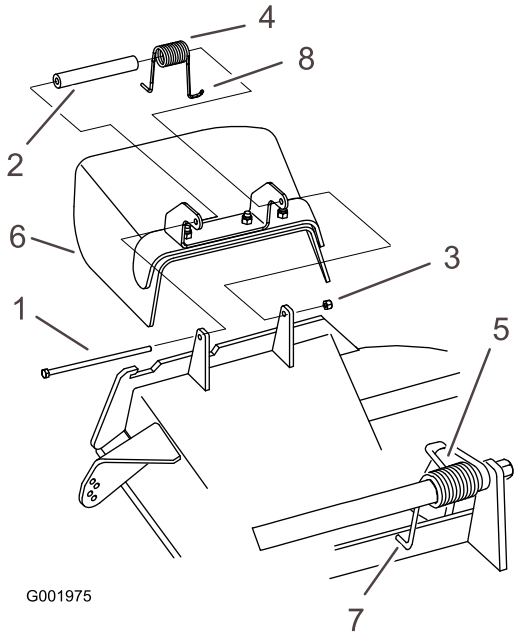

**Figure 80**
1. Retirez le contre-écrou, le boulon, le ressort et l'entretoise qui fixent le déflecteur aux supports de pivot (Figure 80). Enlevez le déflecteur s'il est endommagé ou usé.
**Remarque:** Prenez soin de placer l'extrémité en **L** du ressort derrière le bord du tablier avant de mettre le boulon en place, comme indiqué à la Figure 80.
3. Remettez le boulon et l'écrou. Accrochez l'extrémité en **J** du ressort au déflecteur d'herbe (Figure 80).